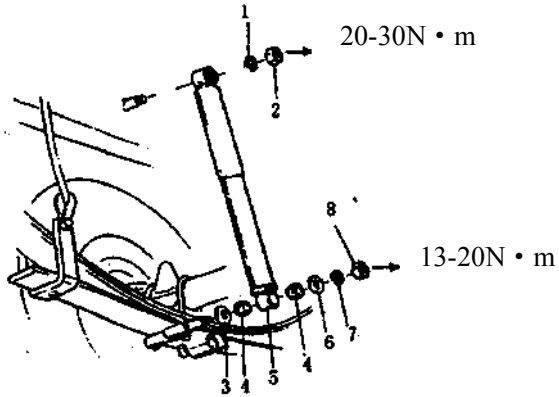

Fig.3.5-9
(1) Install the retarder by referring to Fig.3.5-9.
(2) Tighten the nut.